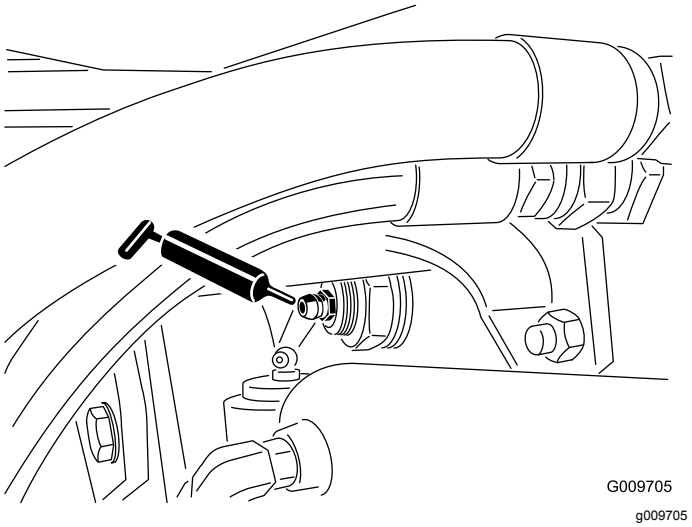

**Figuur 44**
- Lagerbussen van draaipunt van achteras (2) (Figuur 44)